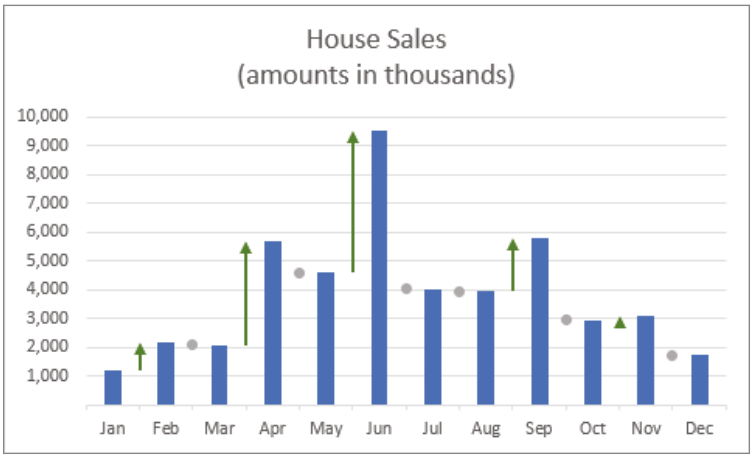

Figure 9.23: The formatted Increase series
8. Select the Increase series and set Marker Options to None to hide the markers. Figure 9.23 shows the chart after formatting the Increase series.